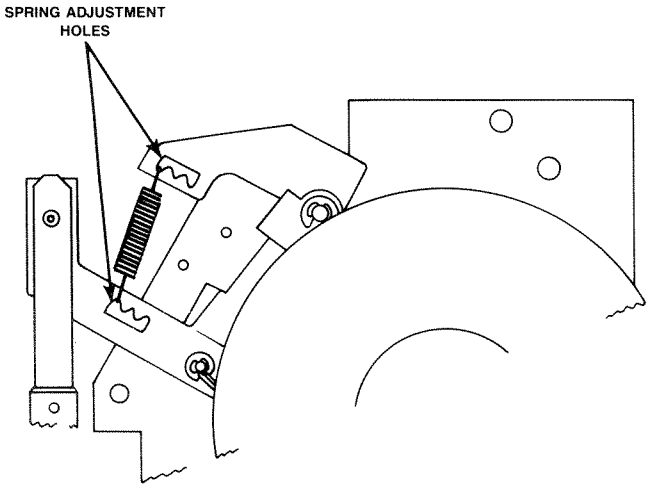

Figure 6-8-1. Reel Motor Brake Assembly Spring Adjustment
STEP 5 To adjust brake torque, move spring towards end of bracket (away from motor) to increase brake torque. To reduce brake torque, move in opposite direction. Refer to Figure 6-8-1.